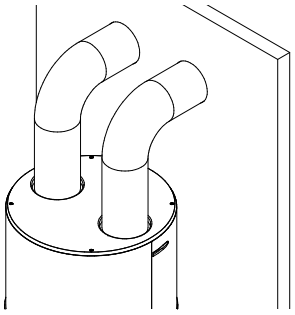

**fig. 53– Disposizione canali d'aria**
**In molte immagini di questo documento la posizione dei canali d'aria sono schematizzati in alto e basso, in realtà ai fini di una corretta installazione consigliamo di posizionare i canali affiancati tra di loro (vedi fig. 53)**